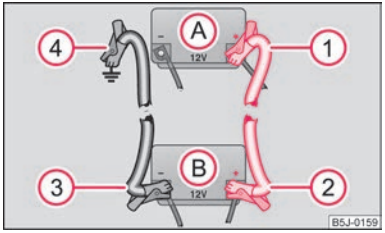

Fig. 110 Jump-starting using the battery from another vehicle: A - flat vehicle battery, B - battery providing current
– Attach one end ① to the positive terminal ⇒ Fig. 110 of the discharged battery Ⓐ.
– Attach the other end ② to the positive terminal of the battery supplying the power Ⓑ.